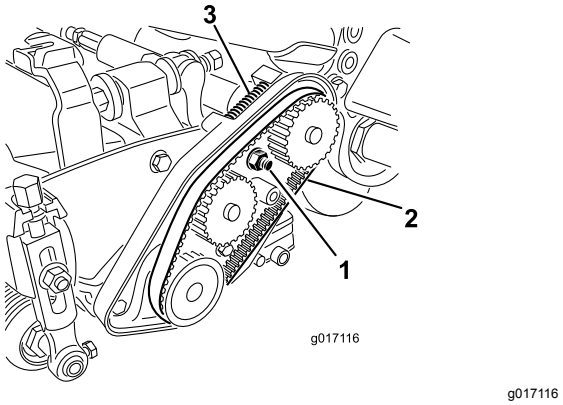

**Rysunek 48**
A. Poluzuj nakrętkę mocującą obudowę łożyska (Rysunek 48).
C. Oczyść komorę paska i obszar wokół sprężyny dociskowej z wszelkich zanieczyszczeń (Rysunek 48).